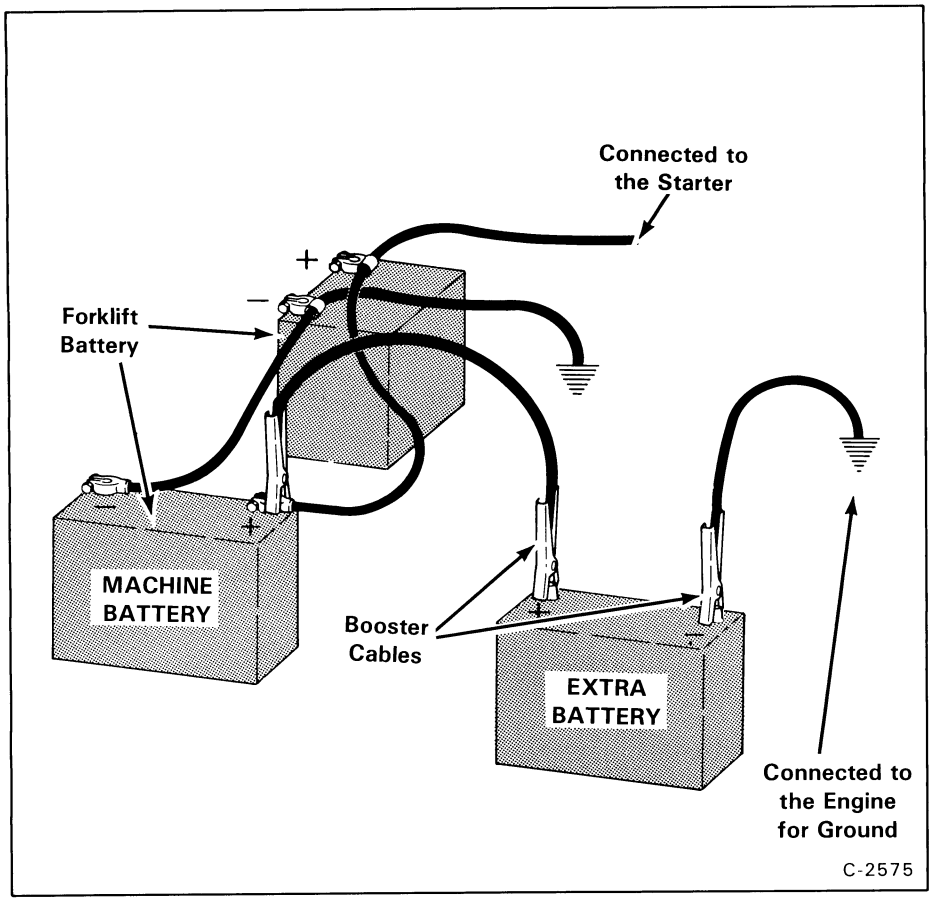

Fig. 1—29 Connecting the Extra Battery
(5) Connect the end of the first cable to the positive terminal (+) of the booster battery. Connect the other end of the same cable to the positive terminal (+) of the machine battery (Fig. 1—29).
NOTE: Figure 1—29 does not show the batteries as they are located in the machine.